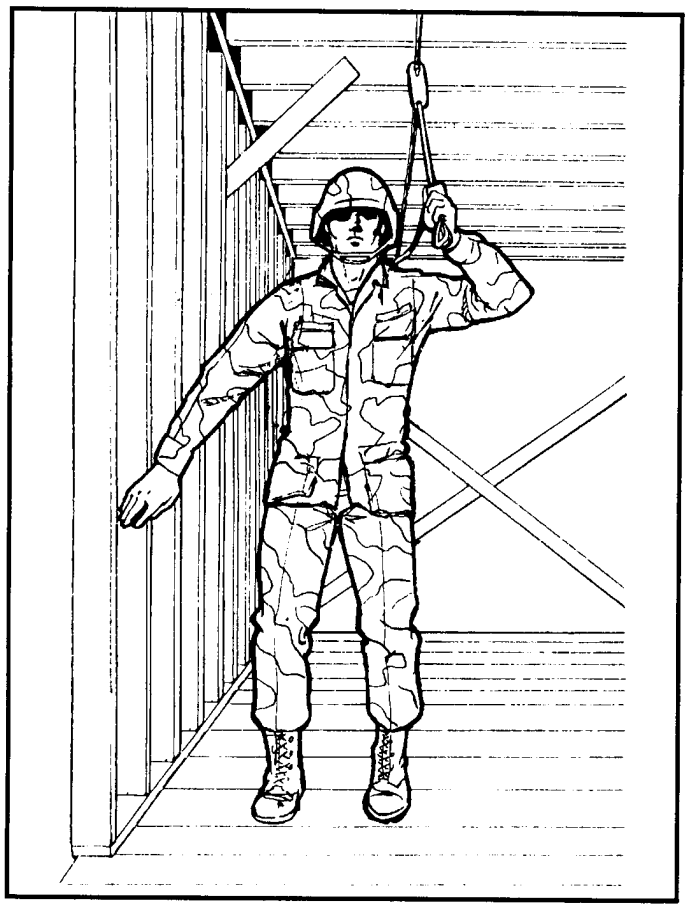

Figure 4-6. Shuffle position.
(5) ***Shuffle position.*** This is a method of moving toward the jump door that may be used to avoid losing balance or tripping (Figure 4-6).